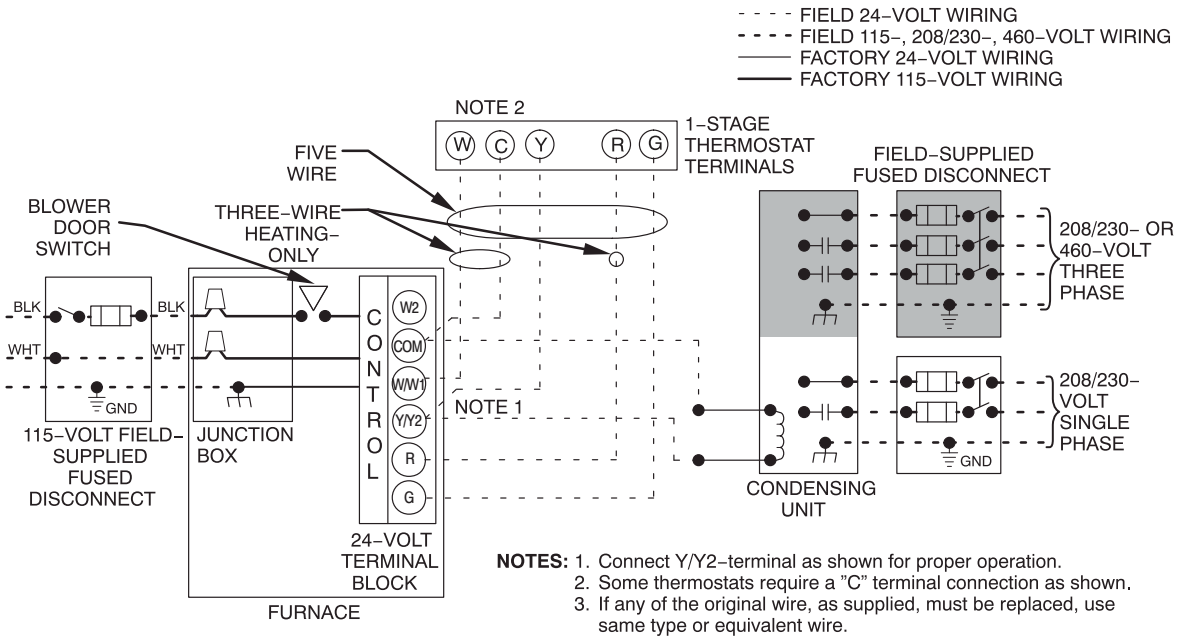
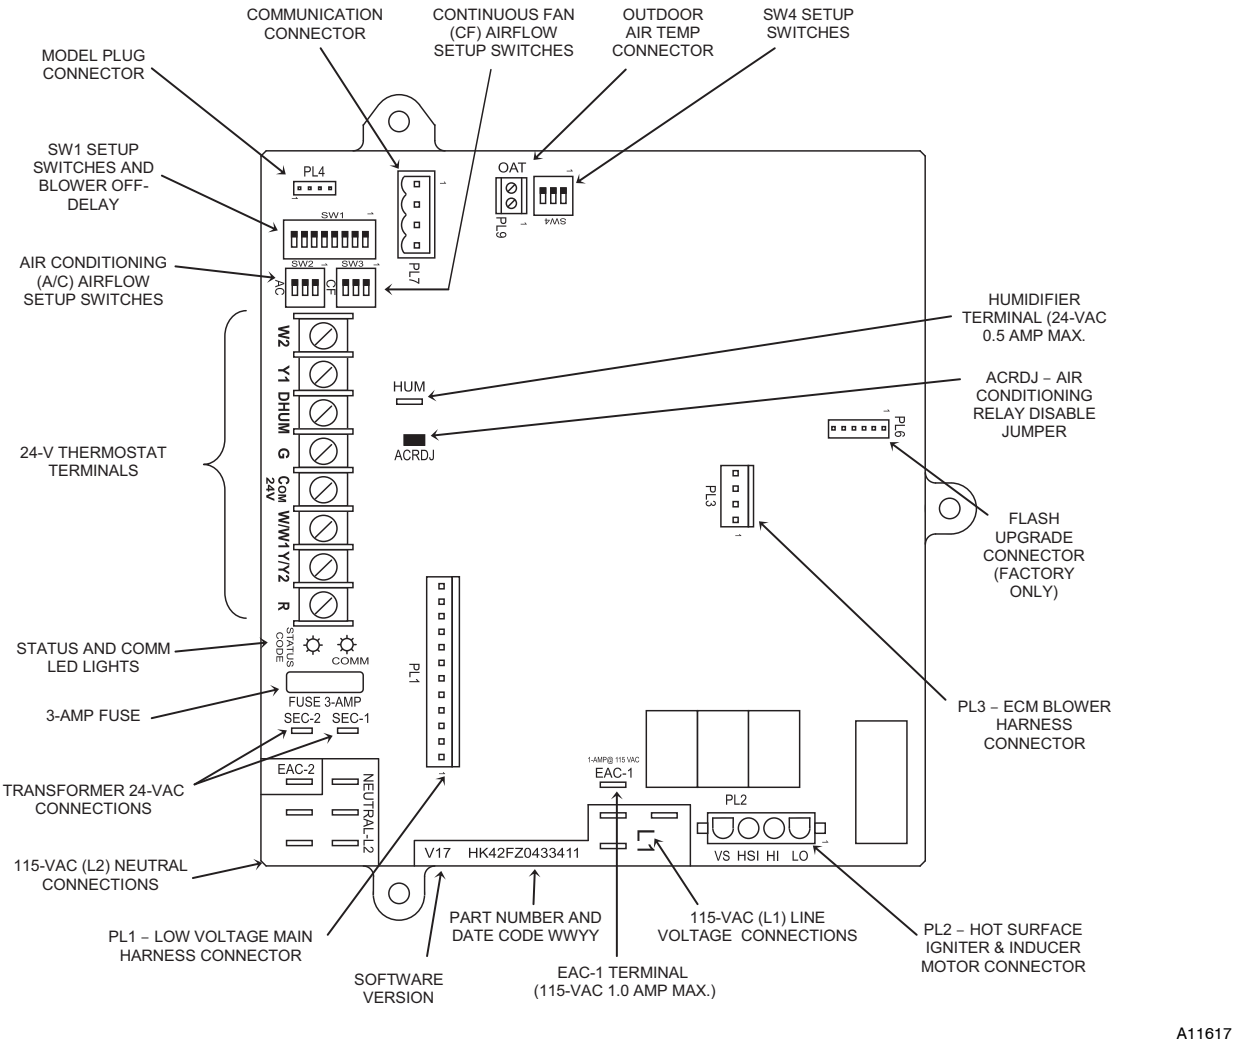

Fig. 35 - Typical Two-Stage Field Wiring Diagram
Fig. 36 - Example of Variable Speed Furnace Control
7. Connect field power and neutral leads to furnace power leads as shown in Fig. 35.
6. Connect power cord power and neutral leads to furnace power leads as shown in Fig. 35.
5. Connect field power and neutral leads to furnace power leads. as shown in Fig. 35.
Make field 24-v connections at the 24-v terminal strip. See Fig. 36. Connect terminal Y/Y2 as shown in Fig. 35 for proper cooling operation. Use only AWG No. 18, color-coded, copper thermostat wire.
The 24-v circuit contains an automotive-type, 3-amp. fuse located on the control. Any direct shorts during installation, service, or maintenance could cause this fuse to blow. If fuse replacement is required, use ONLY a 3-amp. fuse of identical size. See Fig. 36.
A single stage heating and cooling thermostat can be used with the furnace. The furnace control board CPU will control the furnace and outdoor unit staging. A two stage heating and cooling thermostat can also be used to control the staging. For two stage thermostat control of the furnace staging, turn SW1-2 ON at the furnace control board. For two stage thermostat control of a 2-stage outdoor unit, remove the ACRDJ jumper from the furnace control board. Refer to typical thermostat wiring diagrams and the Sequence of Operation section for additional details. Consult the thermostat installation instructions for specific information about configuring the thermostat. See Fig. 36 and 37.
This connection is used when the furnace is controlled by an optional communicating User Interface instead of a standard thermostat. The communication plug is supplied with the User Interface. Refer to the instructions supplied with the User Interface for complete details. See Fig. 36.